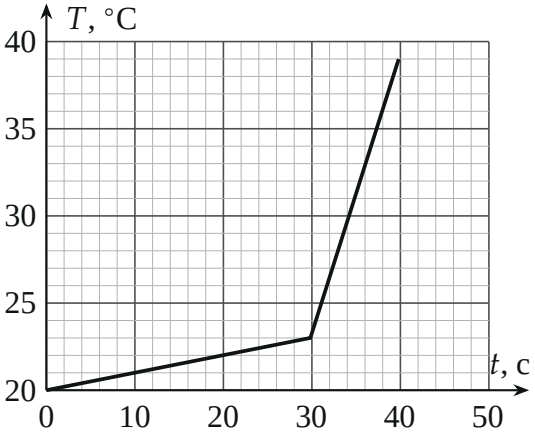

Рис. 1
На электродвигатель постоянного тока установили датчик температуры. На верхнем этаже стройки поставили лебёдку, приводимую в движение этим двигателем. В начале рабочего дня лебёдка стала поднимать груз массой $M = 67{,}5$ кг. Не доехав всего один этаж до лебёдки, груз зацепился. На каком этаже это произошло? Зависимость температуры двигателя от времени $T(t)$ изображена на рис. 1. Известно, что на двигатель всегда подаётся одно и то же напряжение; трением в подшипниках двигателя и лебёдки пренебречь. Принять $g = 10$ м/с^2, высоту одного этажа 3 м, теплоёмкость электродвигателя $C = 4{,}5$ кДж/°C.
3. Тепловые мощности по графику. Рабочий день только начался, двигатель холодный, нагрев за 40 с мал, и теплоотдачей в воздух пренебрегаем: всё джоулево тепло идёт на нагрев двигателя, $N = C\dfrac{\Delta T}{\Delta t}$ — уравнение теплового баланса. Наклоны участков (рис. 1): от 0 до 30 с температура выросла с 20 до 23 °C, от 30 до 40 с — с 23 до 39 °C: